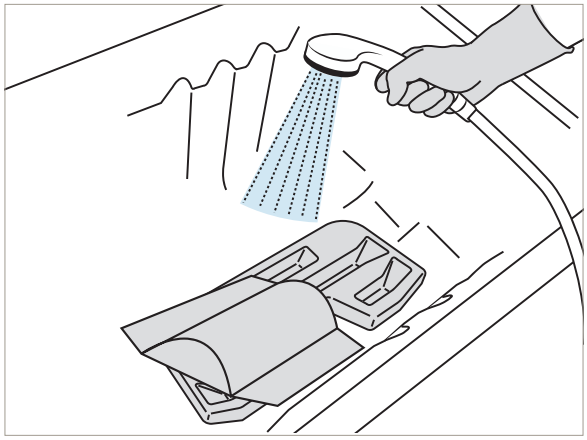

Afbeelding 76
35. Spoel alle interne onderdelen schoon met de douchehandgreep en een ruime hoeveelheid water met een temperatuur van ongeveer 25 °C (77 °F) om het desinfectiemiddel af te spoelen. Zie Afbeelding 76.